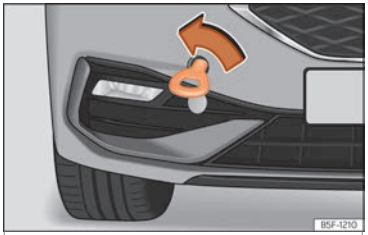

Fig. 52 Pare-chocs avant droit : œillet de remorquage vissé
- Vissez l'œillet de remorquage dans le logement en le faisant tourner au maximum **dans le sens inverse des aiguilles d'une montre** ››› fig. 52 ››› ❗. Utilisez un objet approprié pour visser fermement et entièrement l'œillet de remorquage dans son logement.